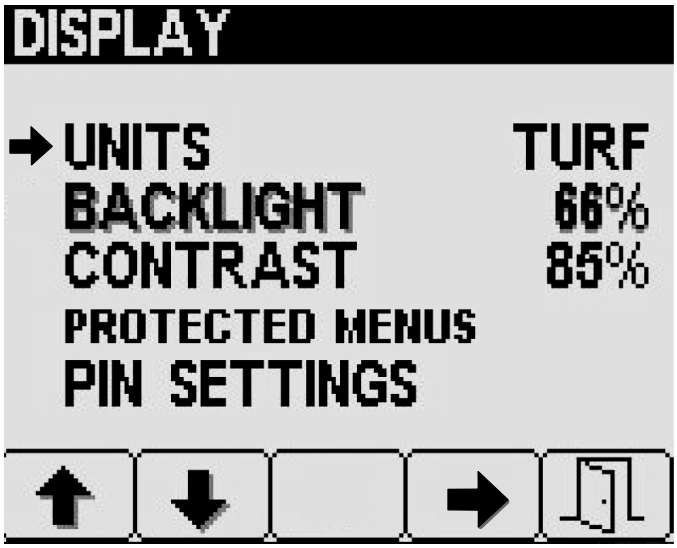

Figur 27
2. Tryck på knapp 1 eller 2 på menyskärmen Display för att gå till alternativet Enheter och tryck sedan på knapp 4 för att välja Enheter (Figur 27).